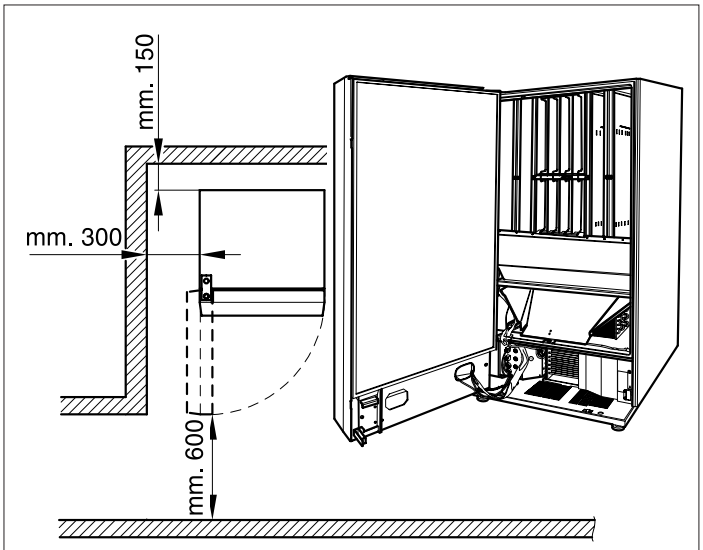

FIG.6.1
Efectuando la instalación, asegúrense de que la máquina esté posicionada cerca de una pared de división vertical o de un muro a una distancia de 150 mm de la parte trasera del armario y con una distancia mínima de 300 mm en cada lado (Fig.6.1).
- Si se coloca cerca de una pared, la parte trasera debe estar a una distancia mínima de 150 mm de la misma (*Fig.6.1*) , para permitir regular la ventilación de la unidad refrigerante. En ningún caso se debe cubrir el expendedor con trapos o similares.
Si la instalación se lleva a cabo en pasillos de salidas de seguridad, asegurarse de que con el expendedor automático con la puerta abierta quede espacio suficiente para permitir el paso (*Fig.6.1).*